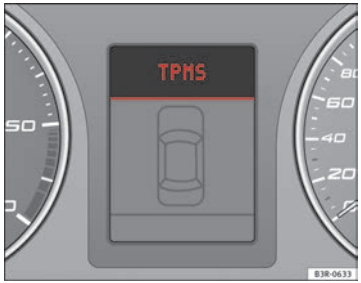
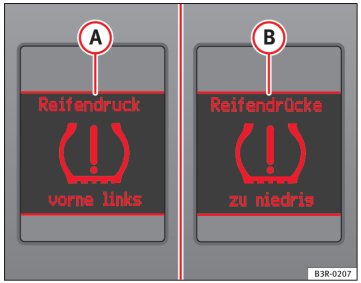

Abb. 45 Display: Systemstörung
Abb. 46 Display: Warnmeldung mit Warntext
Die gelbe Kontrollleuchte (!) leuchtet dauerhaft, wenn eine Systemstörung vorliegt oder wenn der Reifenfülldruck an mindestens einem der Reifen zu niedrig ist. Bei einer Systemstörung wird TMPS im zentralen Display des Kombiinstruments angezeigt ⇒ Abb. 45. Sobald ein abrupter Reifendruckverlust eintritt, wird am Mitteldisplay des Kombiinstruments die Meldung (A) ⇒ Abb. 46 eingeblendet. Wenn ein langsamer Reifendruckverlust eintritt, wird am Mitteldisplay des Kombiinstruments die Meldung (B) ⇒ Abb. 46 eingeblendet. Diese Meldung gibt nicht den jeweils betroffenen Reifen an. Wenn dies geschieht: